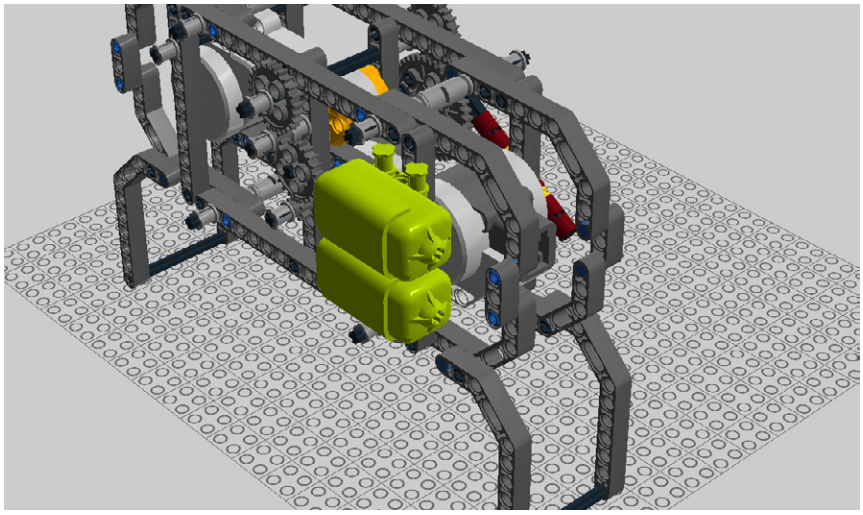

Figure 4-48. *Step 43: Add the button assembly*
43. Add a couple of connector pegs to attach the buttons (Figure 4-48).